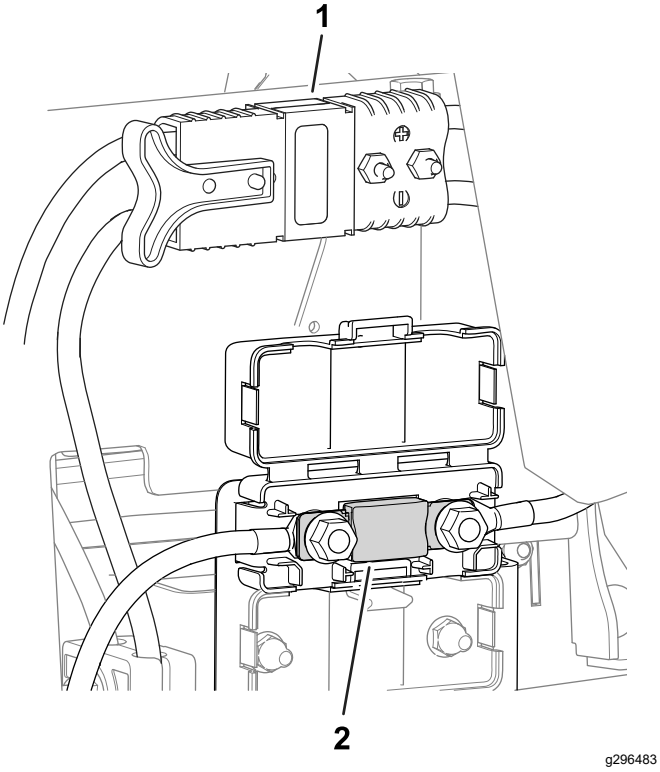

**Figur 45**
- Sikringen til det elektriske system er placeret under strømstikkene (Figur 45).